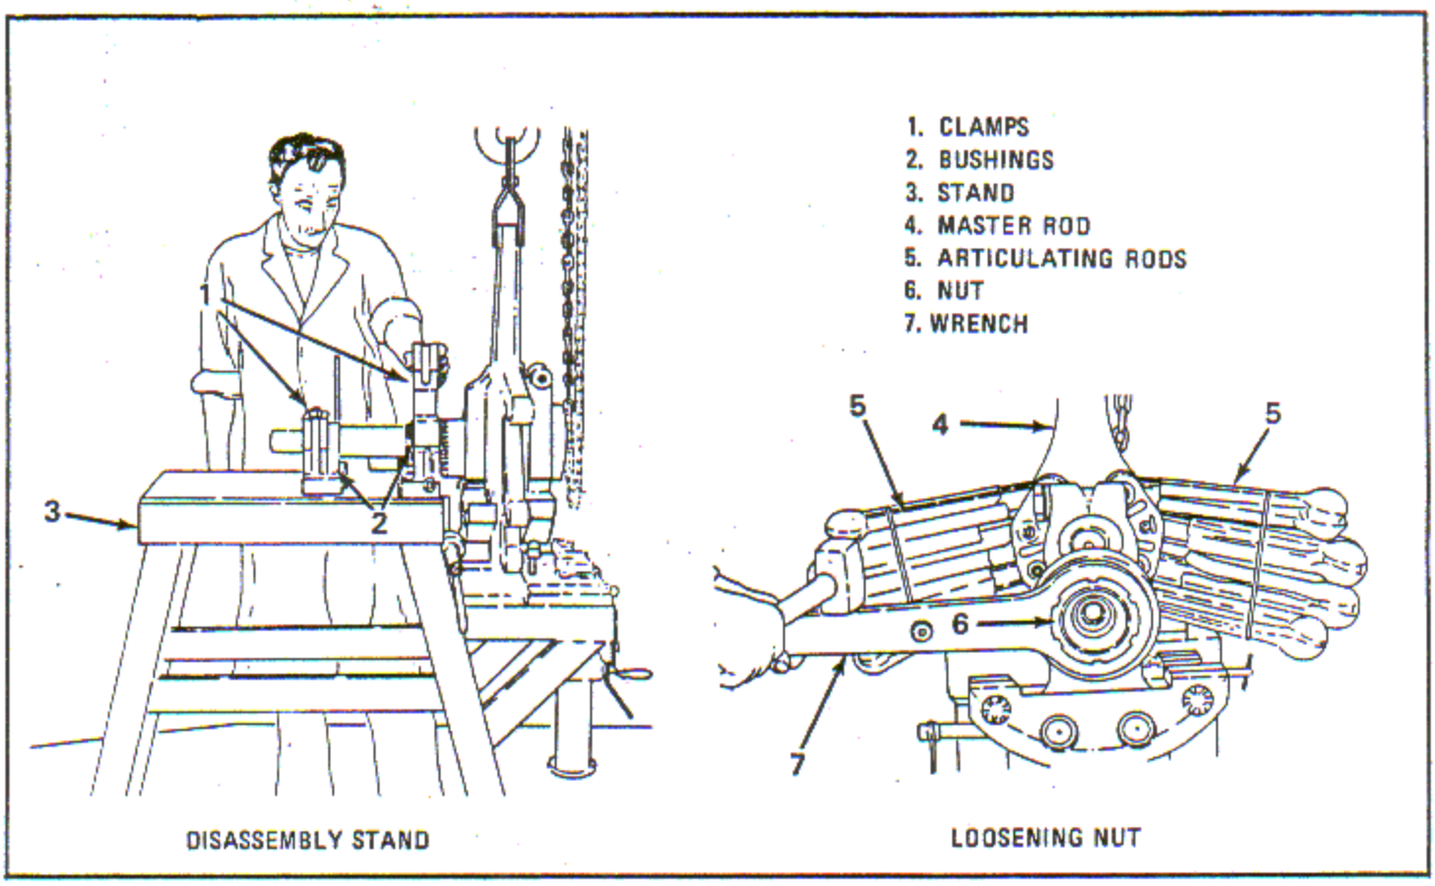

Figure 4-23. Clamping Crankshaft into Disassembly Stand and Loosening Rear Main Bearing Nut
g. Install two bushings (2, figure 4-23), which are details of the crankshaft stand (3) on the crankshaft front end. Install the crankshaft assembly in stand. Secure the two clamps (1) over the crankshaft front end.
h. Raise the bronze knob on the rear platform of the stand (3) up under rear counterweight. When the crankshaft assembly is installed in the stand remove the chain hoist and the eye from the master rod (4). Tie the articulating rods (5), together on both sides of the master rod.
a. Remove the crankshaft rear main bearing nut lock screw and tablock washer. Unscrew the nut (6, figure 4-23) using proper wrench (2). Remove the rear main bearing outer race, rollers and cage.